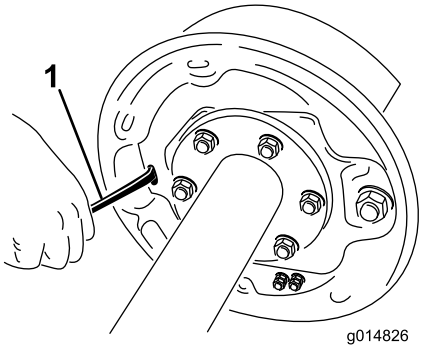

**Figur 51**
4. Drej stjernehjulet på justeringsmontagen med en skruetrækker for at udvide bremseskoene (Figur 51).